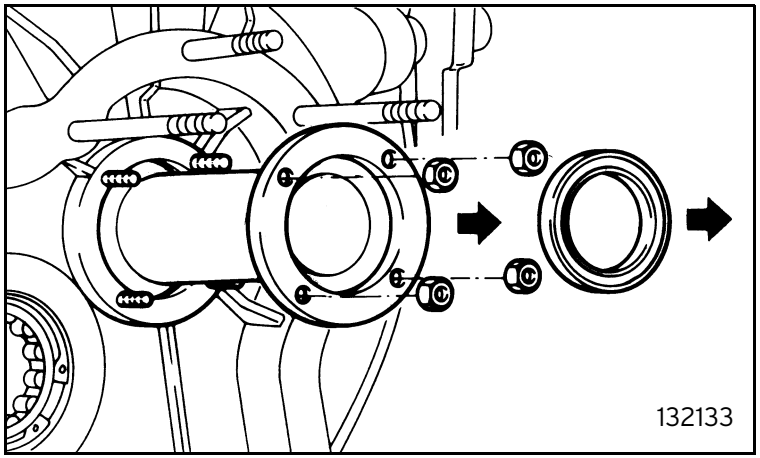

Fig. 33
- unscrew the four nuts, remove the flange and then the main shaft oil seal ring (figure 33);